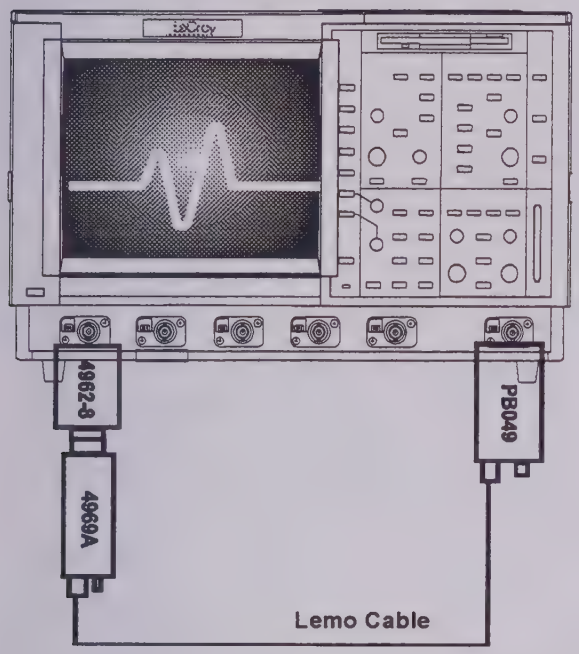

Figure 5-14 : 1MΩ Overshoot & Rise time Equipment Setup
- Terminate the output of the 4969A Pulser with the 4962-9 adapter (50Ω to 1MΩ) as shown in Figure 5-14.